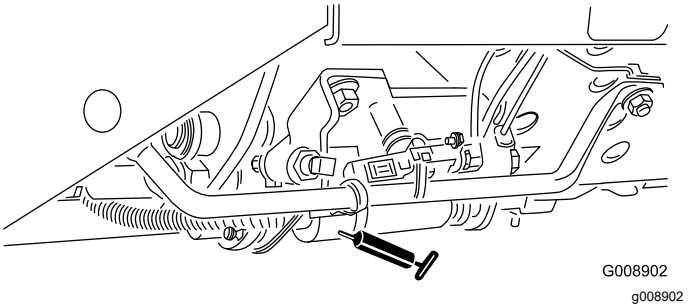

Figur 50
- Klippe-/transportpedal (Figur 50)